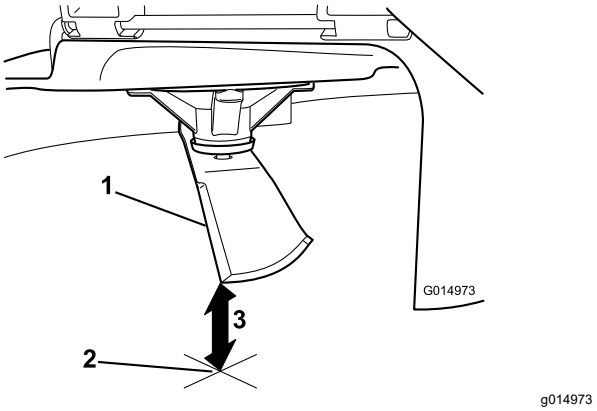

Figur 106
5. Mät från knivspetsen till den plana ytan (Figur 106).